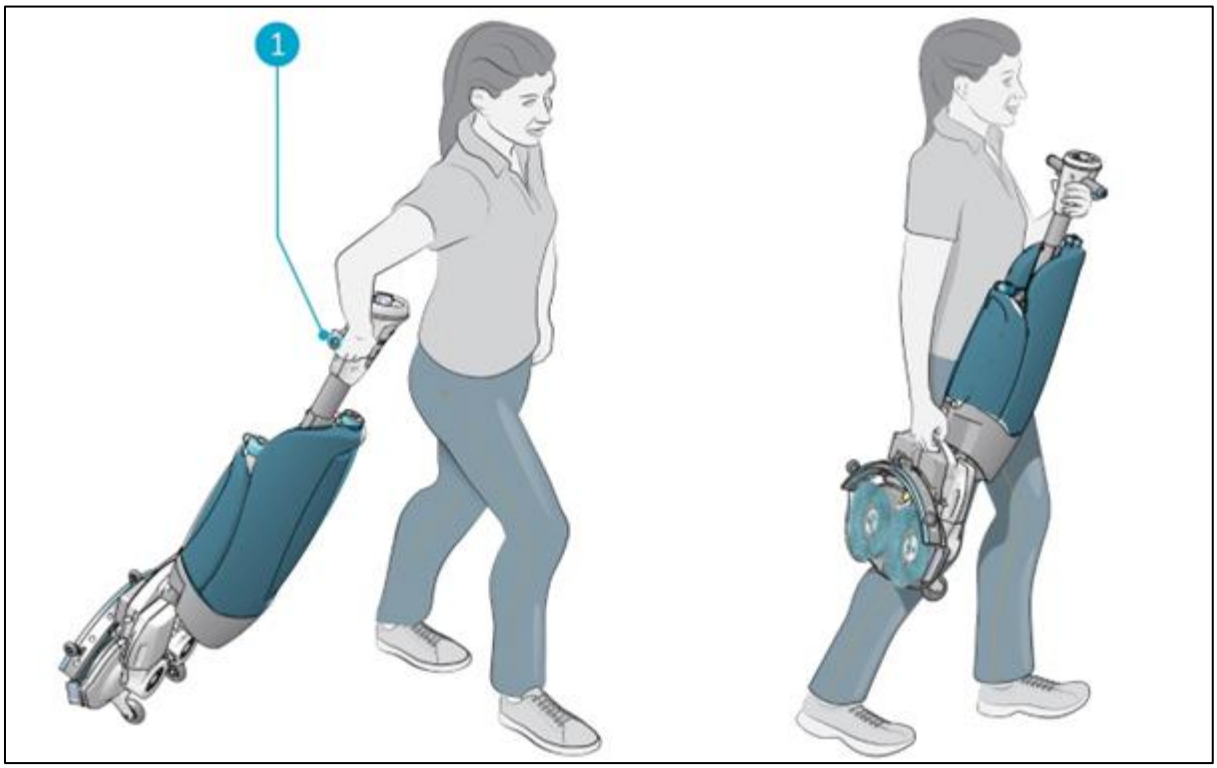

Abbildung 16
2. Halten Sie den Griff mit einer Hand fest (Abbildung16, Pos. 1).